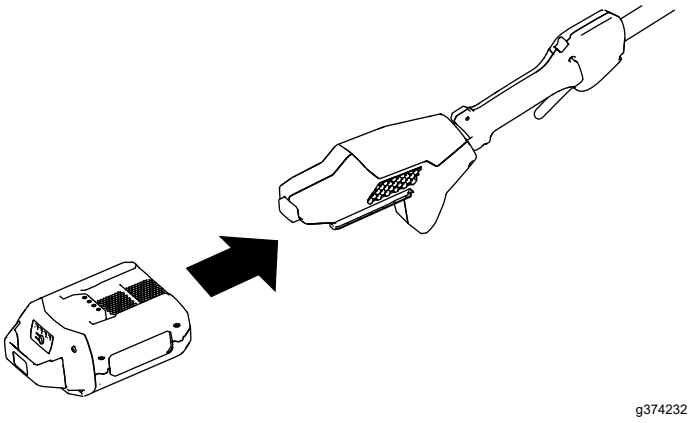

Figura 10
3. Alinee el hueco de la batería con la lengüeta del alojamiento del mango (Figura 10).